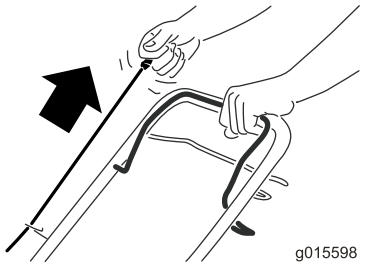

Bild 15
2. Ziehen Sie am Rücklaufstartergriff (Bild 15).